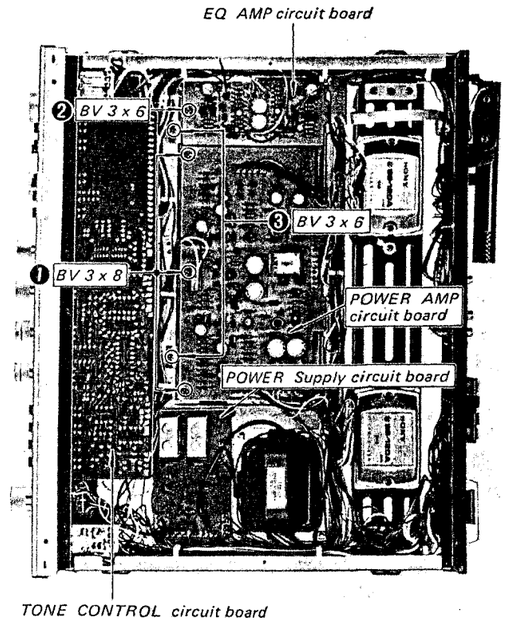

Fig. 2-6.
2. See Fig. 2-6.
❶: POWER AMP Circuit Board Removal
❷: EQ AMP Circuit Board Removal
2. Remove two BV 3 x 6 screws ❸ securing the power amp and EQ amp circuit boards to the shield plate as shown in Fig. 2-6.